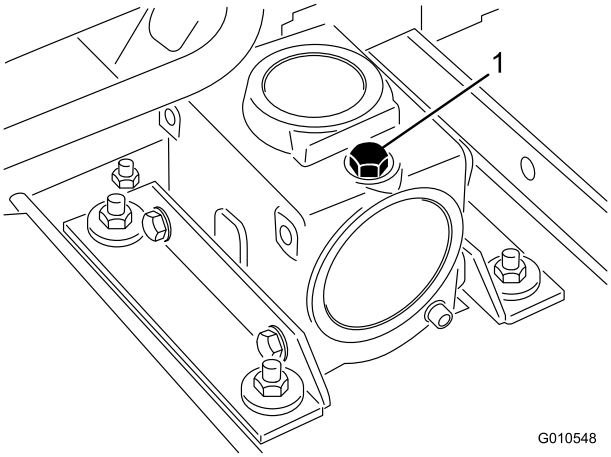

Figura 13
2. Togliete il tappo di riempimento/asta di livello da sopra gli ingranaggi (Figura 13) e verificate che il lubrificante si trovi tra i segni riportati sull'asta. Se il lubrificante è insufficiente, rabboccatelo fino a raggiungere il livello compreso tra i segni.